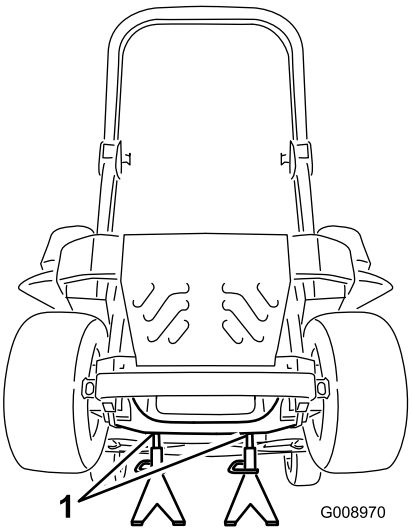

Figur 80
3. Løft maskinen, og understøt den med donkrafte (Figur 80).
9. Fjern donkraftene, og sænk maskinen (Figur 80).